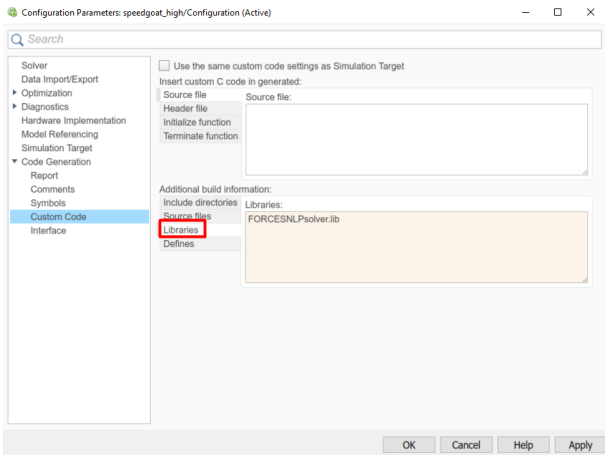

Figure 10.71: Add the libraries used for the code generation.
12. (Figure 10.71) In the "Code Generation/Custom Code" tab, add the library files: